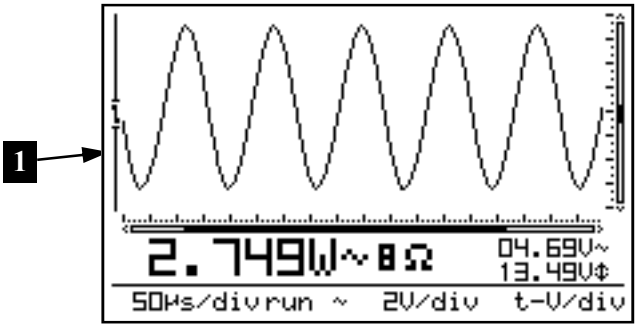

Fig 42
- Changing the timebase or sensitivity switches the autorange mode immediately off. **(Fig 42)**
- Het wijzigen van de tijdsbasis of gevoeligheid schakelt het autobereik uit. **(Fig 42)**
- Tout changement de la vitesse de balayage ou de la sensibilité, annule le mode "autorange" **(Fig 42)**
- Das Ändern der Zeitbasis oder der Eingangsemp-findlichkeit beendet sofort den Autorange Modus**(Abb. 42)**